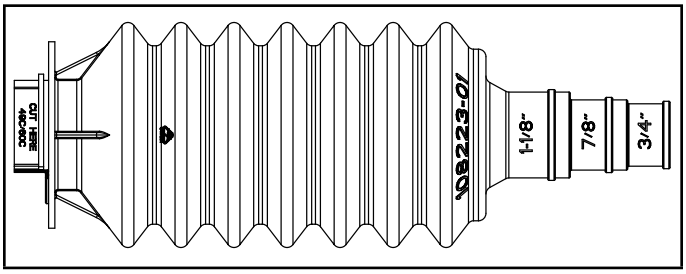

FIGURE 3. Line Set Joint Sleeve
2 - Determine the refrigerant suction line size. For suction lines of 7/8" or 1-1/8", trim the smaller end of the larger line set joint sleeve accordingly to accommodate the refrigerant piping (see figure 3).
***NOTE** - For sizes 48,49,50 and 60C, cut off marked section on line set joint sleeve (see figure 3)*